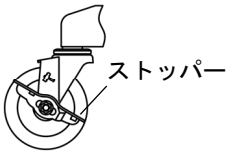

Fig. 3
- 作業中および移動後は、必ずキャスターブレーキをロックさせて動かないようにしてください（Fig .3）。